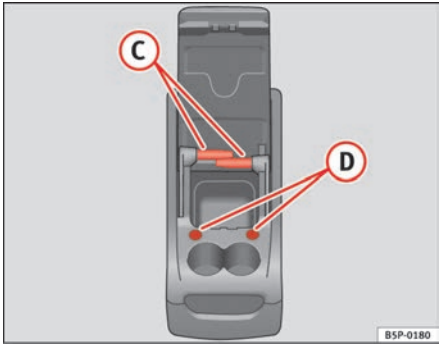

Fig. 115 Mobile stowage compartment Duties
To use the table (C) ⇒ page 142, fig. 115, it must be removed from its compartment on the side of the mobile stowage compartment and fitted into compartment (D) ⇒ page 142, fig. 115 on the front section of the mobile stowage compartment.